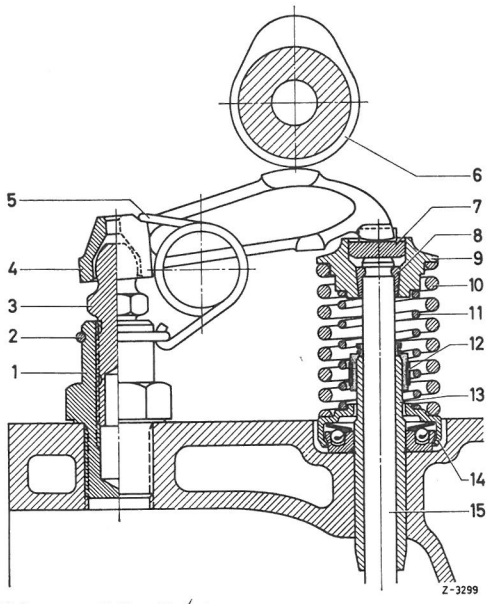

Fig. 00-3/1
Ventilspillet måles på karburatormotorerne (typerne 2oo/8, 25o/8) imellem svingarmens glideflade og knastens grundkreds på knastakslen. På dieselmotorerne måles ventilspillet mellem svingarm og kalotmøtrik (fig. 00-3/1 og 2).
2. På karburatormotorerne skal den til hver enkelt ventil hørende knast på knastakslen stå modsat den vippearm der indstilles på, og lodret på vippearmens glideflade (fig. 00-3/1).